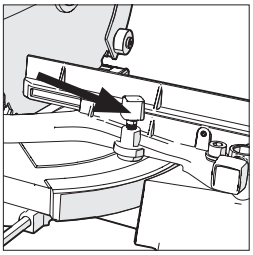

Fig. 20
- Desaperte o parafuso de fixação da esquadria **(Fig. 20)** para a esquerda.